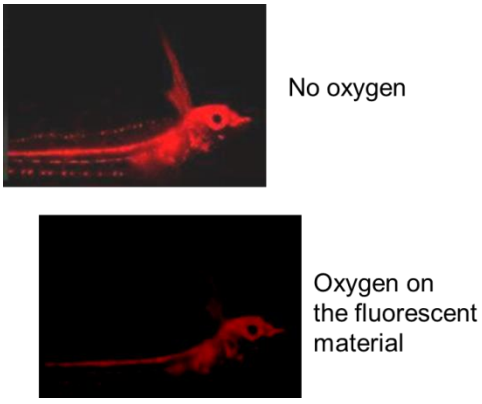

Figure 1b
Measurement is based on the light emission characteristics of the luminescent reaction. In the presence of oxygen, the luminescence is quantitatively reduced or quenched. Dissolved oxygen (DO) concentration is inversely proportional to the luminescent lifetime of the light emitted by the photo luminescence process (see figure 1b).